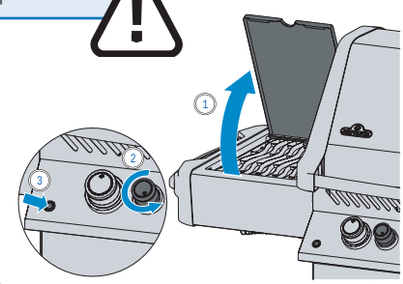

Fig. 2
4. Si le brûleur ne s'allume pas, pivoter le bouton dans le sens contraire des aiguilles d'une montre (position OFF). Attendre 5 minutes. Recommencer les étapes 2 et 3. (Fig. 2)